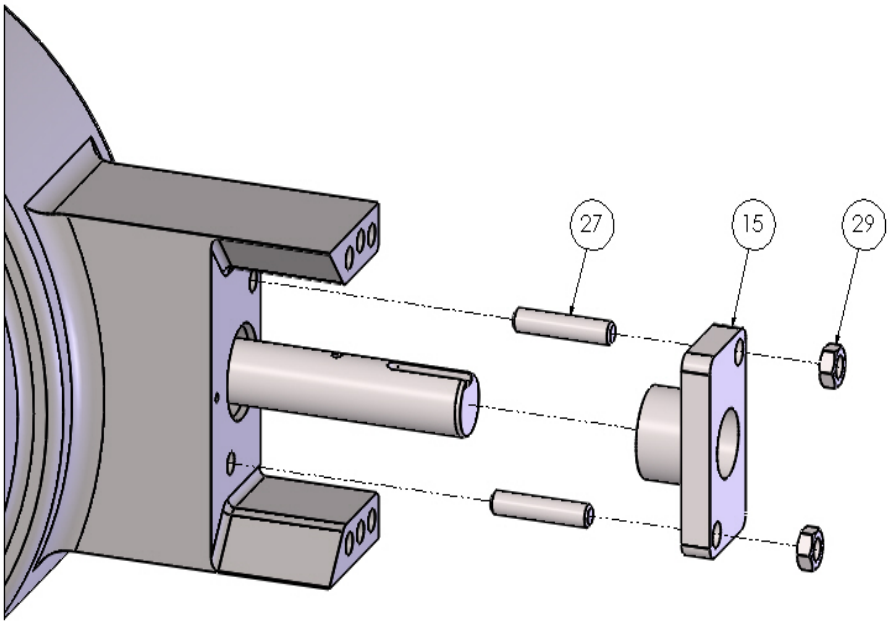

Рис. 5b
d. Установить втулку (Поз. 15) и плиту сальника (Поз. 16), и затянуть гайки (Поз. 29) от руки, соблюдая параллельность плиты сальника корпусу клапана (см. рис. 5b)